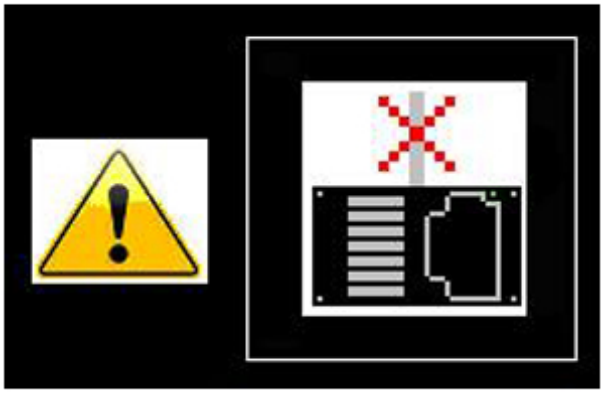

Figure 7.14 - Communication Fault
8. If there is a communication loss fault (FC010), the communication loss fault icon will be displayed in the centre of the home screen , Reference: Figure 7.14.